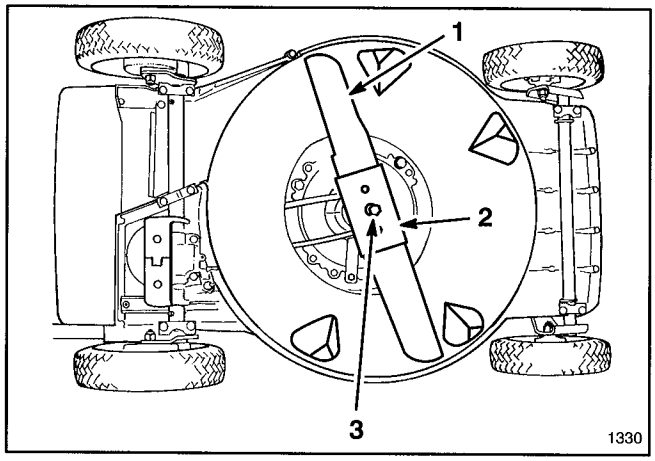

Figure 21
3. REMOVING BLADE—Grasp end of blade using a rag or thickly padded glove. Remove blade bolt, lock washer, blade and blade stiffener (Fig. 21).